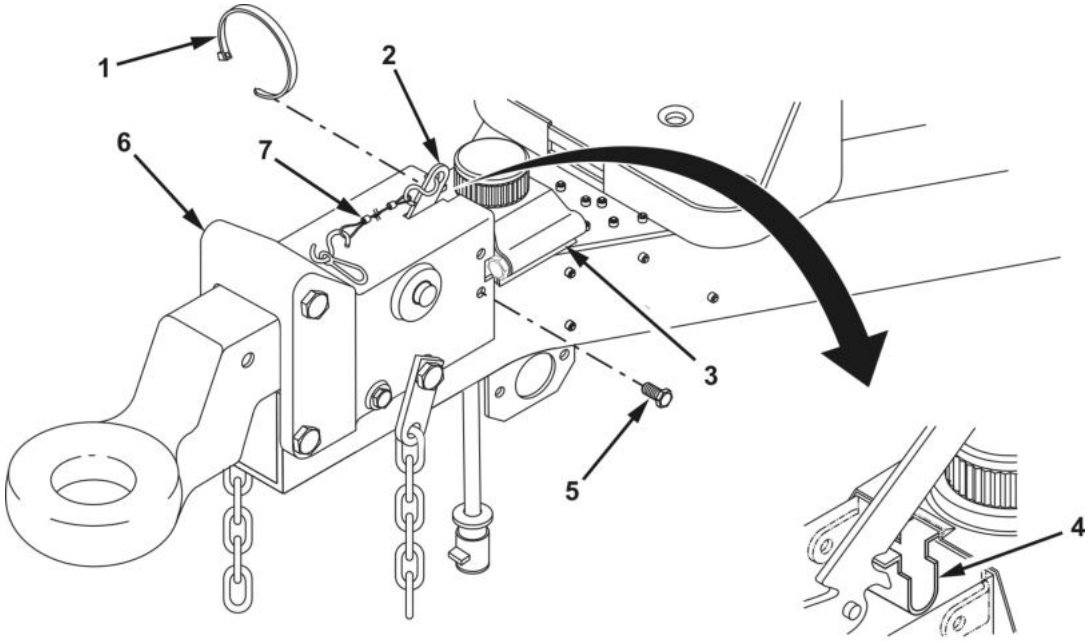

Figure 1. Breakaway Lever and Leaf Spring Removal and Installation.
1. Remove four capscrews (Figure 1, Item 5) from hydraulic actuator assembly (Figure 1, Item 6).
2. Pry master cylinder assembly (Figure 1, Item 3) 0.50 in. (12.7 mm) from hydraulic actuator assembly (Figure 1, Item 6), providing access to breakaway lever (Figure 1, Item 2) and leaf spring (Figure 1, Item 4).
3. Remove hydraulic actuator breakaway lever (Figure 1, Item 2) and leaf spring (Figure 1, Item 4) from hydraulic actuator assembly (Figure 1, Item 6).
4. If damaged, remove electrical tiedown strap (Figure 1, Item 1) from cable (Figure 1, Item 7).
1. Install hydraulic actuator breakaway lever (Figure 1, Item 2) and leaf spring (Figure 1, Item 4) into hydraulic actuator assembly (Figure 1, Item 6).
2. Install four capscrews (Figure 1, Item 5) securing master cylinder assembly (Figure 1, Item 3) in hydraulic actuator assembly (Figure 1, Item 6). Torque capscrews (Figure 1, Item 5) to 30 lb-ft (41 N•m).
3. If removed, install new electrical tiedown strap (Figure 1, Item 1) on cable (Figure 1, Item 7).